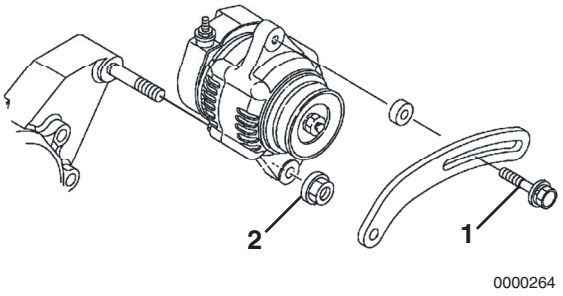

Figure 11-19
1. Position the alternator on the gear case. Loosely reinstall the nut **(Figure 11-19, (2))** on the gear case stud and the V-belt adjuster bolt **(Figure 11-19, (1))**.